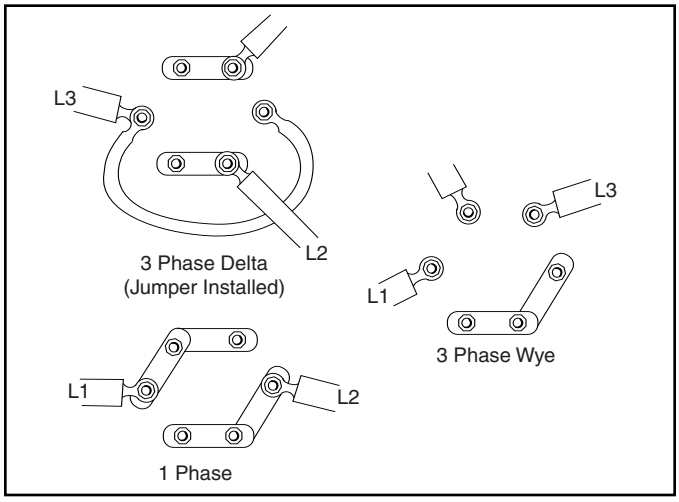

Figure 4 - Attaching Power Wires to the Screw Plug Terminals
- **g.** Remove one nut and washer from each power terminal (L1, L2, & L3) and attach power wires from the wire kit to the heater terminals per Figure 4. Ensure the metal connections on the power wires point away from the electrical terminals. See Photo 4. Torque all connections 8 to 15 in-lbs.